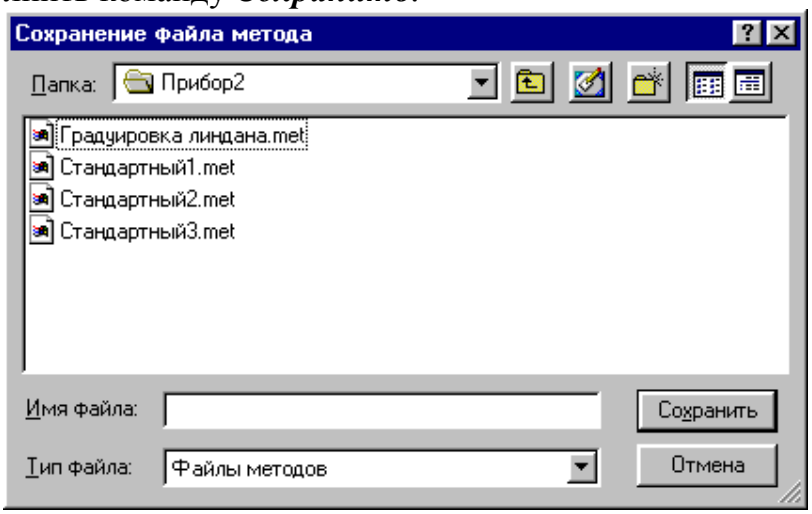

Рис.59 Окно сохранения метода в файл
- В окне диалога (Рис. 59) ввести имя метода в поле ***Имя файла*** и выполнить команду ***Сохранить***.